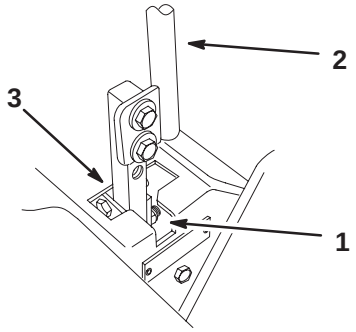

Figure 54
7. Check where the control lever is relative to notch in console (Fig. 54). It should be centered allowing lever to pivot outward to the neutral lock position.
9. Apply slight rearward pressure on the motion control lever, turn the head of the adjustment bolt in the appropriate direction until the control lever is centered in neutral lock position (Fig. 54).